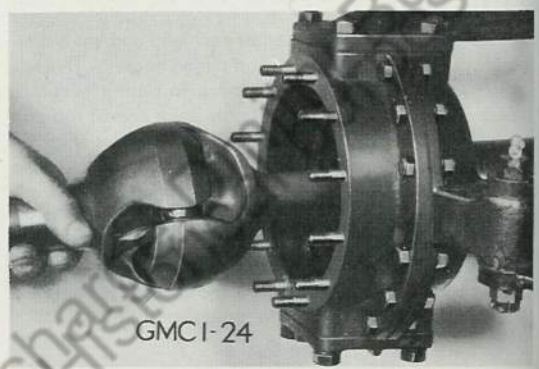

Fig. 9 Removing Axle Shaft and Bendix-Weiss Universal Joint Assembly—"Split" Type Axle
2. Remove nuts and lockwashers from studs holding brake backing plate, oil shield and steering knuckle spindle (6) to outer knuckle flange (7). Unless brake mechanism is to be disassembled, backing plate may be removed and laid aside without disconnecting hydraulic line.
3. Knuckle spindle (6) can be loosened from knuckle flanges (7) by tapping on side of spindle with brass hammer and using wedge blocks between these two parts.
4. Withdraw axle shaft (8) and universal joint assembly. (See Fig. 9.)